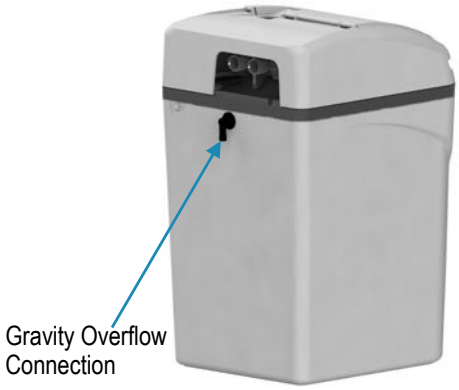

Figure 4: Gravity Overflow Connection
A. Attach the overflow elbow and check that it is in the down position. (See Figure 4.)